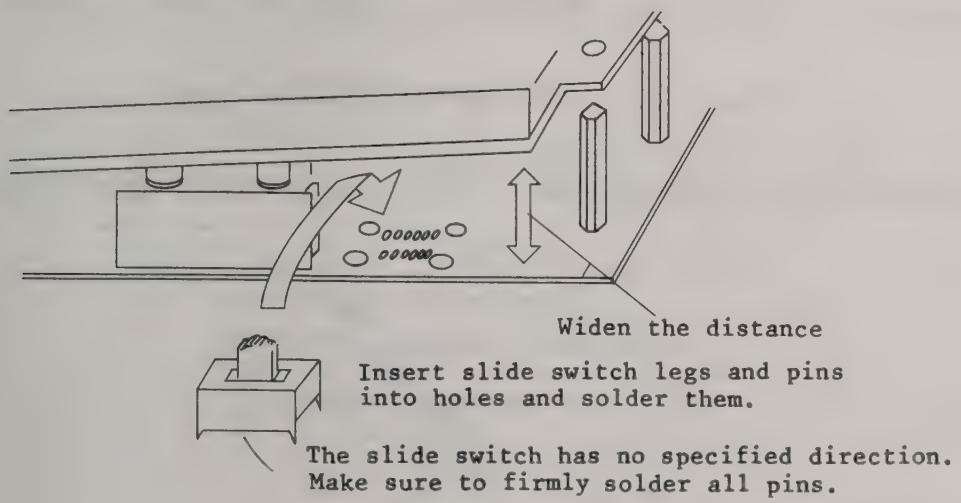

Fig. 4-43 Installing the slide switch
7. Widen the distance between the side panel and the printed circuit board. Insert slide switch legs and pins into corresponding holes and firmly solder them. (See Fig. 4-43.) Set the switch to LOCAL.